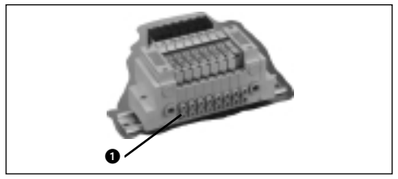

Figura 5
Presione la brida del collar de sujeción ❶ (Figura 5) y extraiga el tubo.